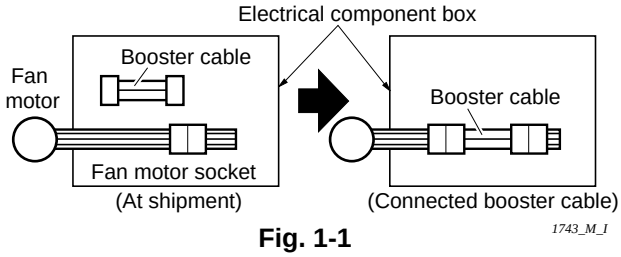

Fig. 1-1
(1) Remove 2 screws on the electrical component box and remove the cover plate.
(2) Disconnect the fan motor sockets in the box.
(3) Take out the booster cable (sockets at both ends) clamped in the box.
(4) Securely connect the booster cable sockets between the disconnected fan motor sockets in step 2 as shown in the Fig. 1-1.
(5) Place the cable neatly in the box and reinstall the cover plate.